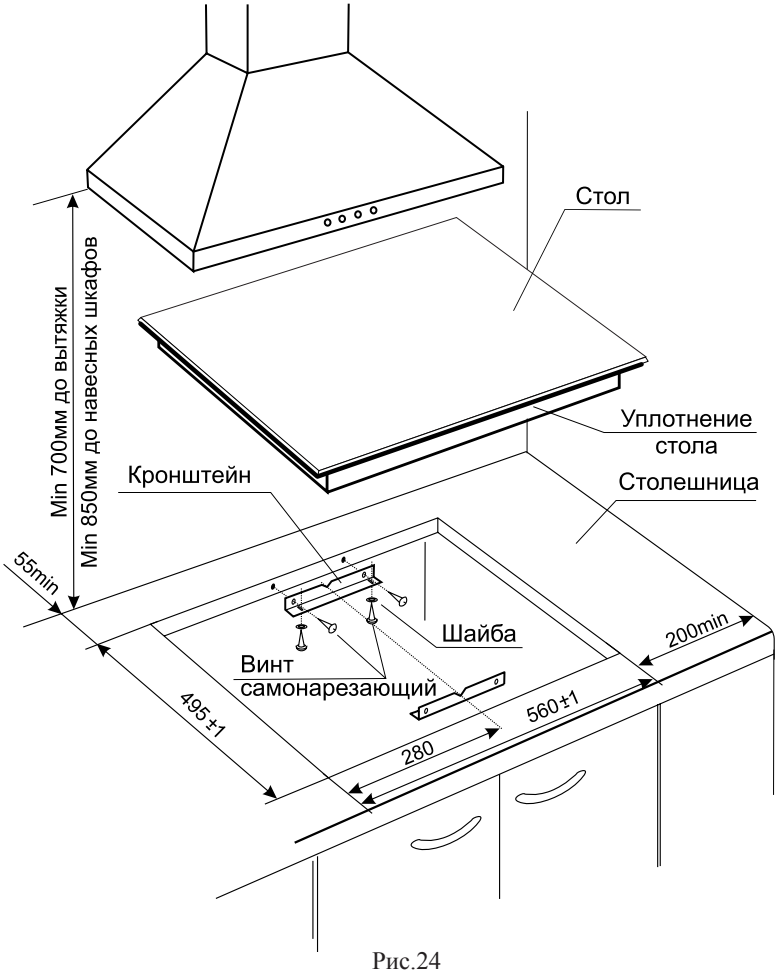

Рис.24
1. Точно разметить на столешнице контур проема под встраиваемый стол (рис.24).